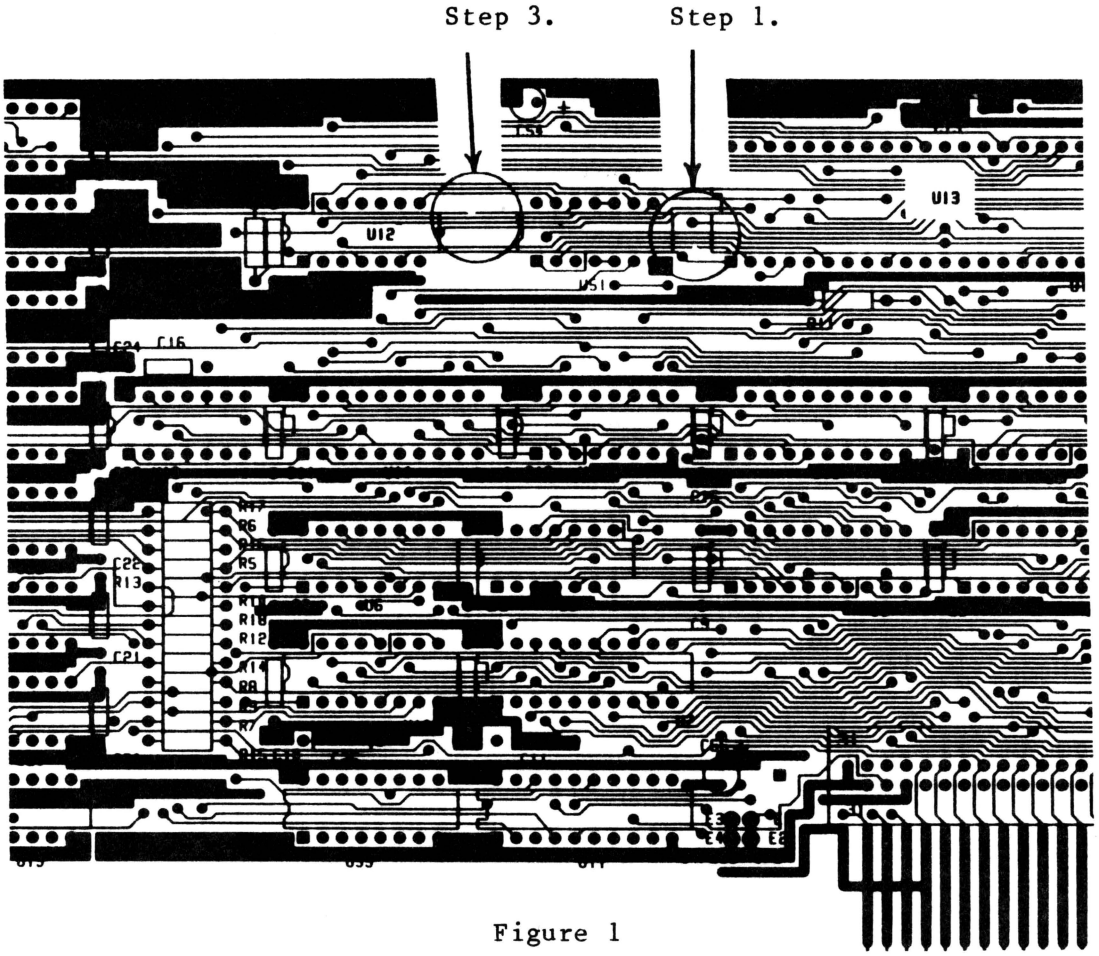

Figure 1
1.) On the component side of the memory combo board cut the trace going from U13 pin 2 to U51 pin 2. See figure 1 below.
3.) On the component side of the memory combo board cut the trace going to U12 pin 13. See figure 1 below.